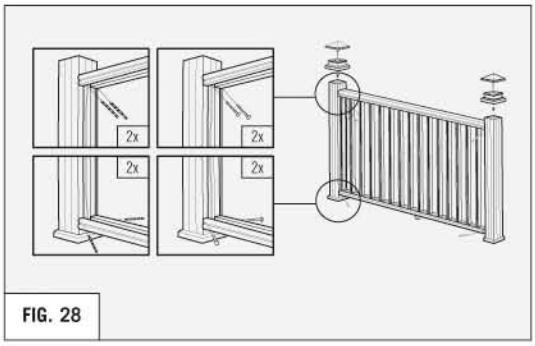

FIG. 28
8. Pre-drill pilot holes at a 45° angle starting 1" from end of rail. Start drilling straight into the rail, then turn at a 45° angle. Attach top and bottom rails to posts using #8 x 3" screws. **(REFER TO FIG. 28)**